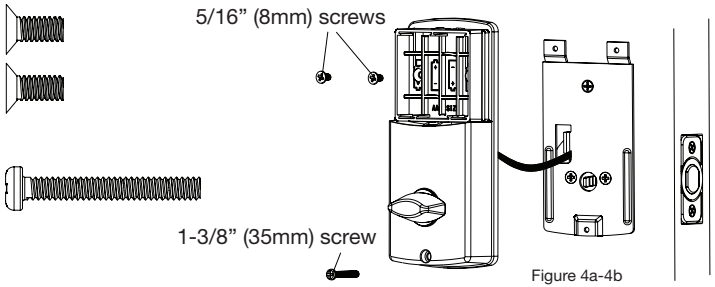

Figure 4a-4b
a. Position the Interior Assembly over the tailpiece and push the Interior Assembly against the door (Figure 4a).